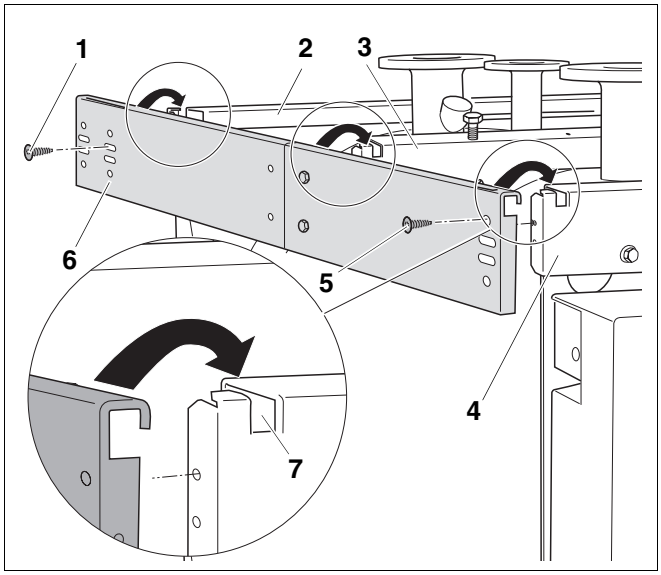

Рис. 17 Установка боковой траверсы
Монтаж боковых траверс приведен здесь на примере левой боковой траверсы (рис. 17, **поз. 1**). Монтаж правой боковой траверсы осуществляется аналогично.
- Подвесить боковую траверсу (рис. 17, **поз. 6**) в выемки (рис. 17, **поз. 7**).
- Прикрутить боковую траверсу (рис. 17, **поз. 6**) через верхние отверстия винтами (рис. 17, **поз. 5**) к передней траверсе (рис. 17, **поз. 4**).
- Закрепить боковую траверсу (рис. 17, **поз. 6**) через верхнее отверстие винтами (рис. 17, **поз. 1**) к нижней траверсе (рис. 17, **поз. 2**).